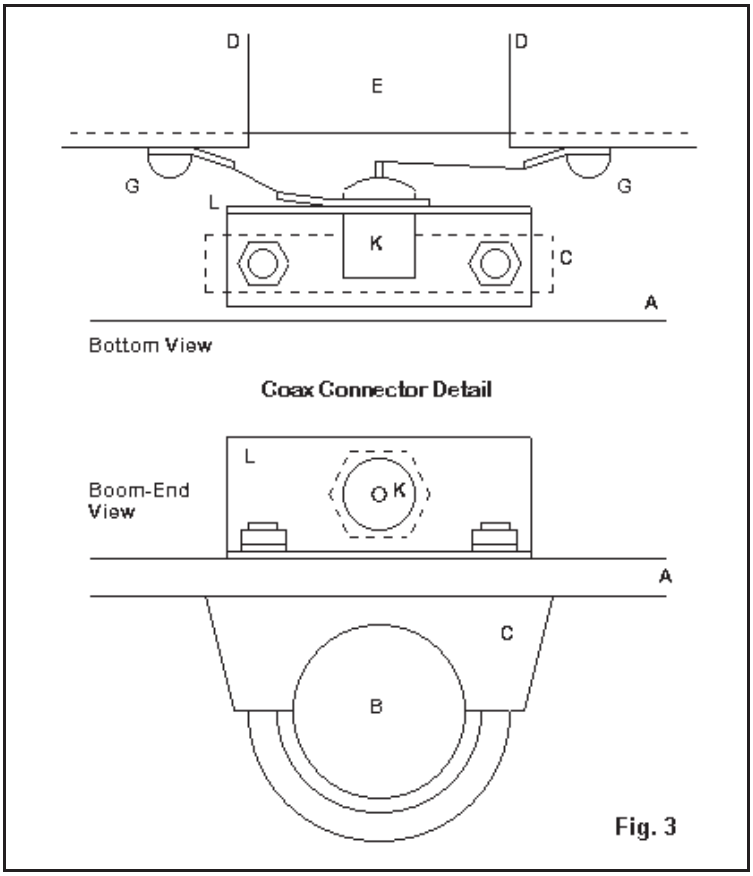

Fig. 3
Fig. 3 shows one good way to add a female coax connector to the driver plate, using one set of the U-bolt nuts to hold it in place. Use a short section of aluminum L-stock, 1" by 1" by 1/16" thick (J). Cut a 5/8" hole in one side of the stick for a standard 1-hole connector (K). Use the shortest leads feasible from the connector to the element solder lugs (G). Coat all exposed soldered connections and the rear of the coax connector with a plastic insulating material, like PlastiDip. Be sure that the connector and its plate are on the mast side of the driver element for the shortest, most direct coax run.